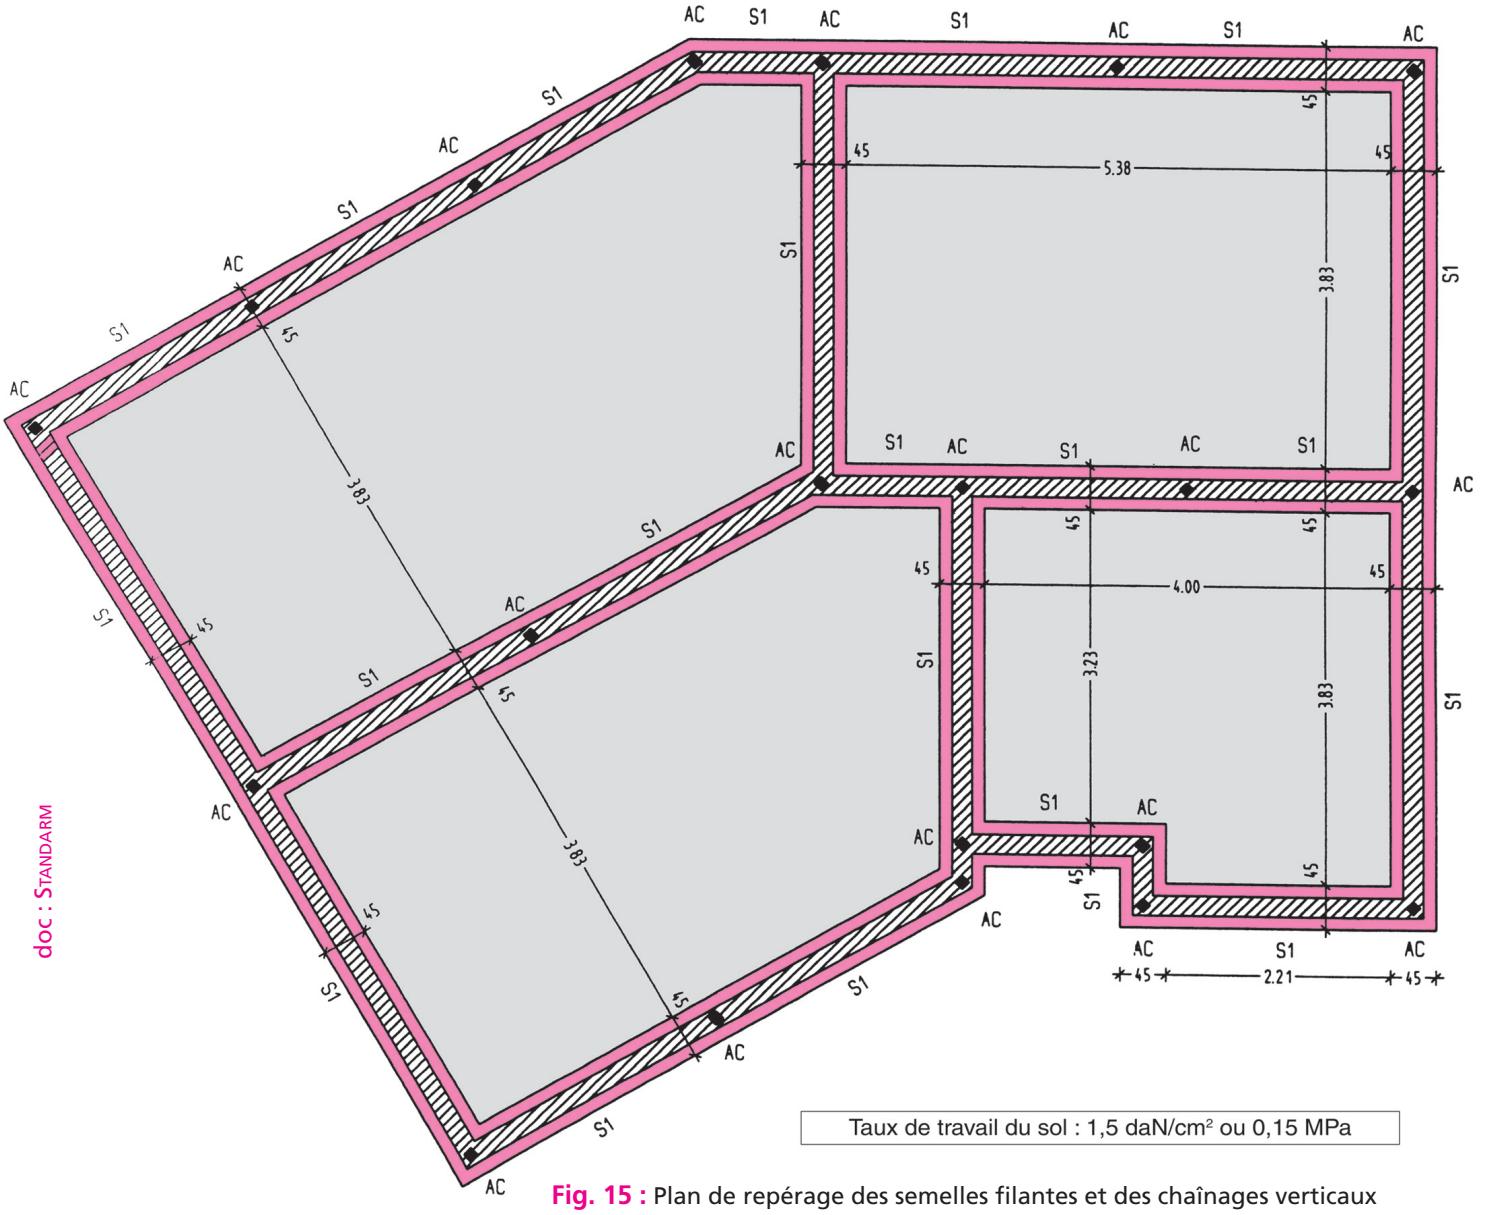

Fig. 15 : Plan de repérage des semelles filantes et des chaînages verticaux
- Plan d'ensemble des fondations par semelles filantes avec ancrages des chaînages verticaux (fig. 15).